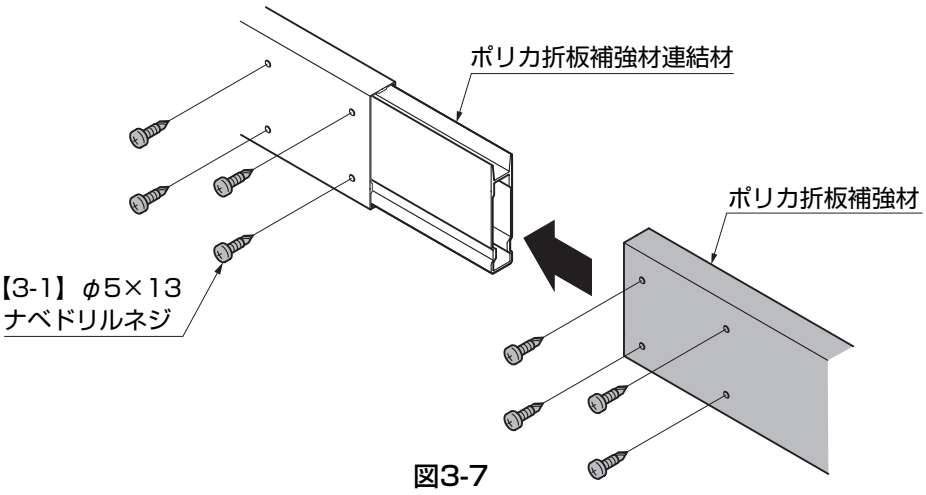

図3-7
②ポリカ折板補強材にポリカ折板補強材連結材を【3-1】で取付けてください。（図3-7参照）